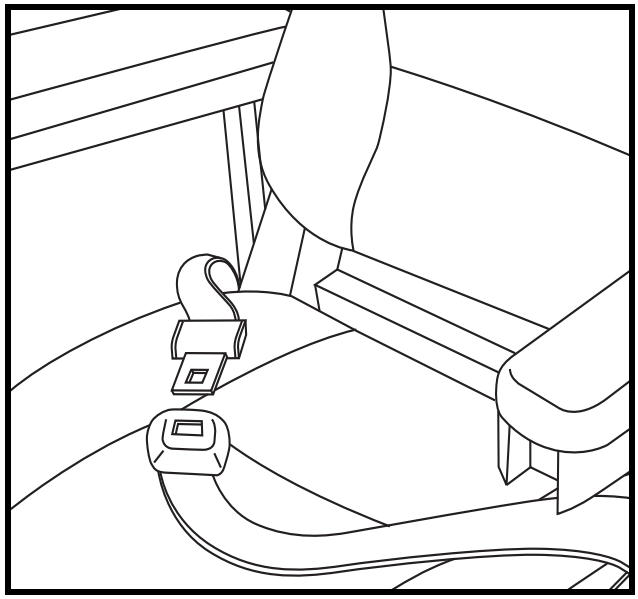

Figuur 22. Veiligheidsgordel
1. Stop het metalen uiteinde van de ene zijde van de veiligheidsriem in de plastic behuizing van de andere zij devan de veiligheidsriem totdat u een “klik” hoort. **Zie figuur 22**.